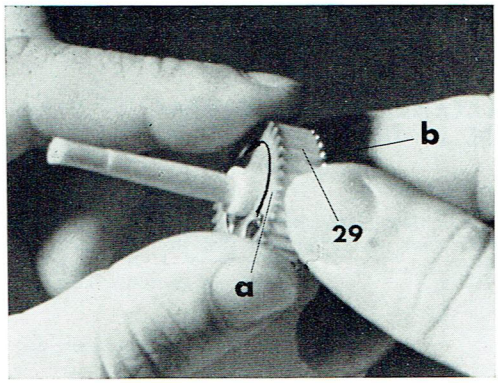
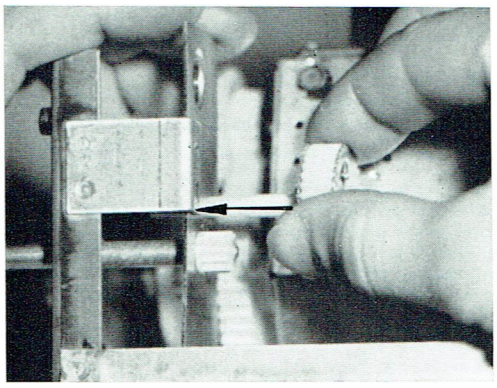

fig. 26
fig. 27
1° Déplacer en tournant dans le sens inverse des aiguilles d'une montre l'engrenage (a) du pignon (29) en faisant coïncider les deux dentures (fig. 26).
◀ 2° En maintenant l'engrenage (a) dans la position indiquée (fig. 26) mettre en place l'ensemble du pignon 29 (fig. 27).